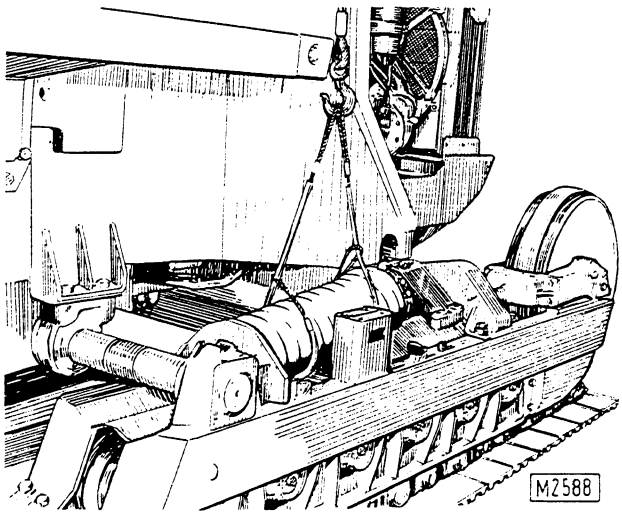
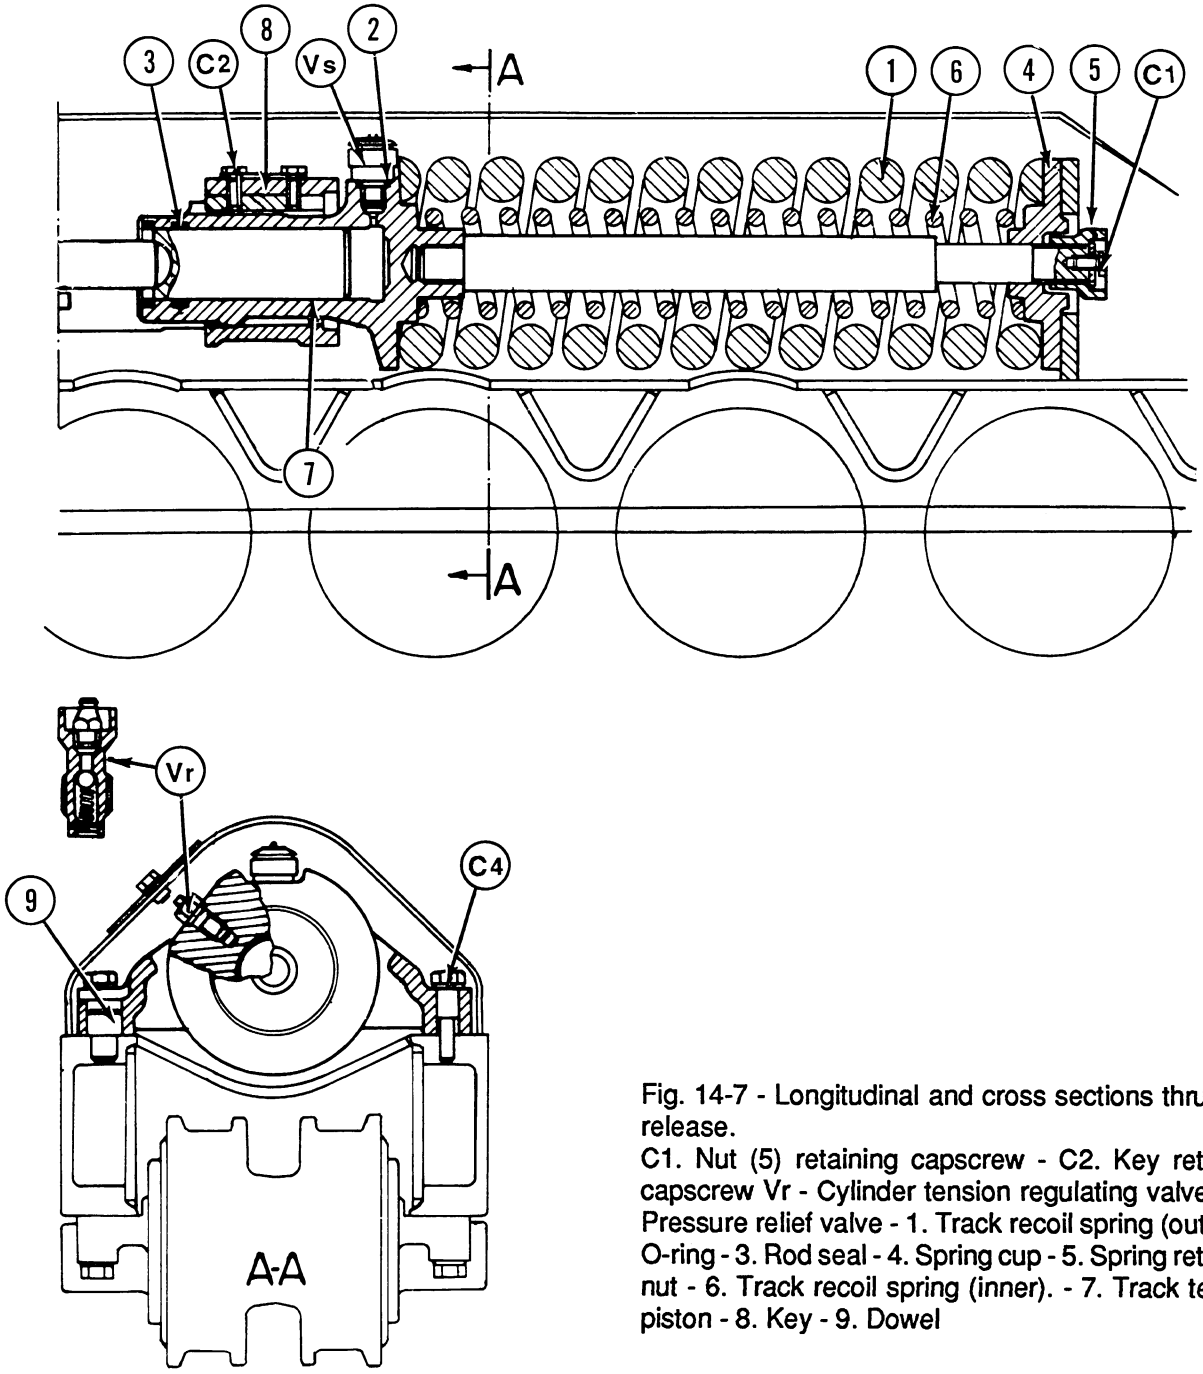

Fig. 14-6 - Removing-installing track release mechanism.
Fig. 14-7 - Longitudinal and cross sections thru track release.
Remove capscrews (C4, Fig. 14-7) and withdraw assembly as shown in fig. 14-6.
Use the same equipment to reassemble spring. Position pilot pin 75293209 (P) and operate ram until spring reaches installed length of L=545 mm (21.5 in). Remove pilot pin 75293209 (P), tighten nut (3), retighten capscrew (C1, Fig. 14-7) and withdraw ram.
Note - Smear rod end thread with anti-corrosion protective oil prior to tightening nut (5, Fig. 14-7).
When reinstalling track release mechanism (Fig. 14-6) on a new track frame it is necessary to tighten screws (C4, fig. 14-7), ream frame holes for dowel (10) to 24.939 to 24.972 mm (0.9818 to 0.9832 in) using pilot bushing 75292763 for preliminary drilling with 24.5 mm (0.964 in) drill, and pilot bushing 75292764 for subsequent reaming with reamer 75291570. Finally, press fit dowels.
Disassemble the valve (Vs, Fig. 14-7) and remove all traces of grease. Reassemble the valve and proceed as follows: